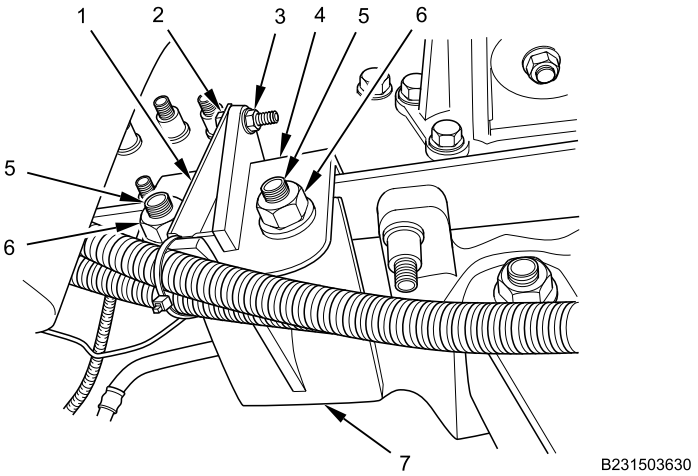

Figure 2. Front Frame Bracket.
4. Remove bolt (Figure 2, Item 2), nut (Figure 2, Item 3), and wiring harness bracket (Figure 2, Item 1) from front frame bracket (Figure 2, Item 4). Position bracket with harness aside.
5. Remove two bolts (Figure 2, Item 5), nuts (Figure 2, Item 6), and front frame bracket (Figure 2, Item 4) from wheel deflector bracket (Figure 2, Item 7).